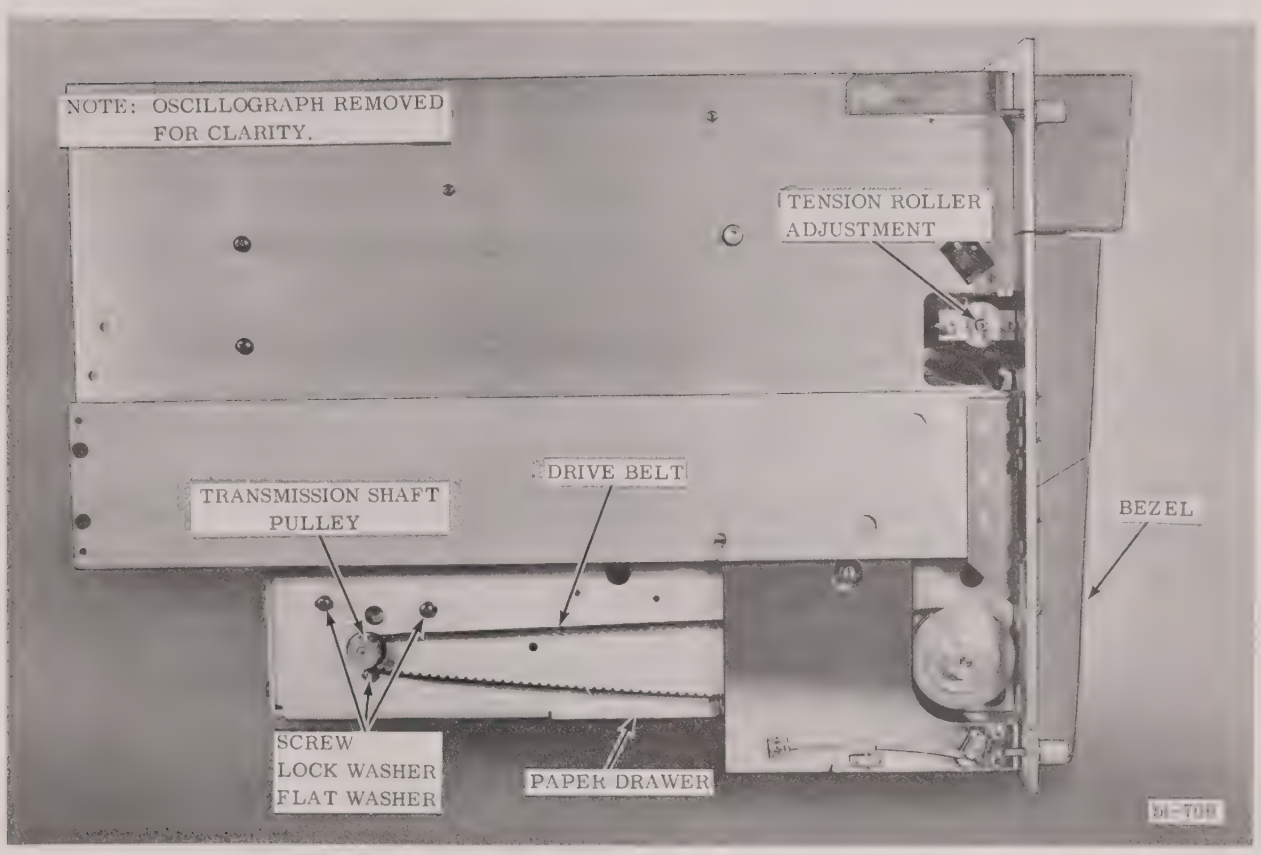

FIGURE 6-25 REMOVAL AND INSTALLATION OF CHART DRIVE ASSEMBLY (1 of 2)
3. Release bezel and pull paper drawer out to expose transmission shaft pulley (Fig. 6-25).
5. Fit timing belt over pulley and slide pulley onto transmission shaft (Fig. 6-25).
9. Slide splash guard under threaded spacers between motor and transmission (Fig. 6-25).